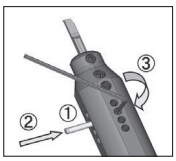
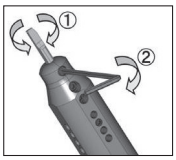

Fig.5
Fig.6
■ How to use adjustment pin (Fig.5)
(1) Put the adjustment pin into the hole.
(2) Push it into the sleeve, using the wrench (LW-1.5).
(3) Tightening the clamp screw (HS3X4P) with wrench (LW-1.5) to fix the adjustment screw.
■ How to fix bar (Fig.6)